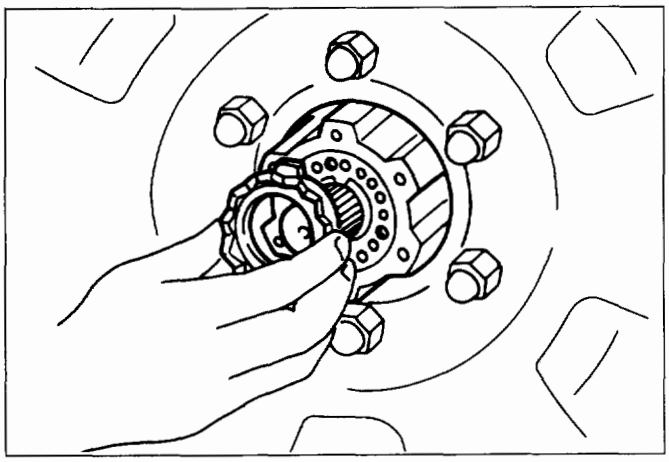

Fig. 4C-93
- If it is difficult to install the inner cam, use the tool (installer) and a plastic hammer or the equivalent (Fig. 4C-94).